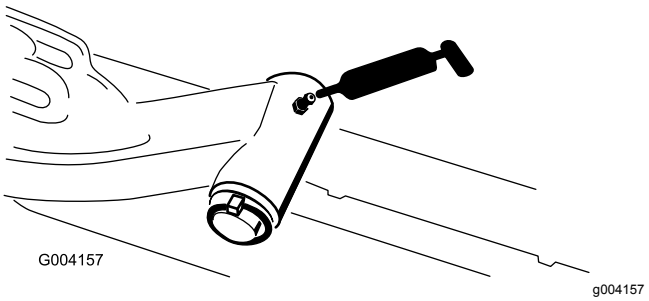

Figuur 75
- Draaias van hefarm (1) (Figuur 75)